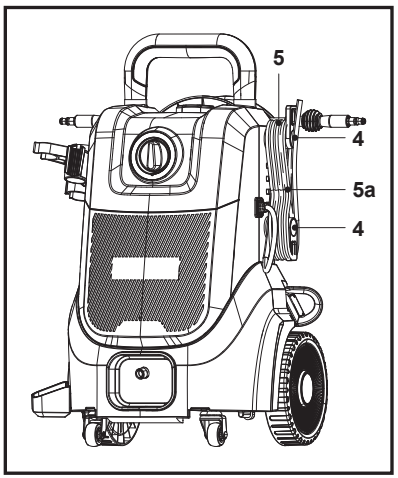

Fig. 25
2. Enrouler le cordon d'alimentation (5) autour des deux ancrages de cordon (4) et le fixer à l'aide d'un serre-câble (5a) fourni (Fig. 25).